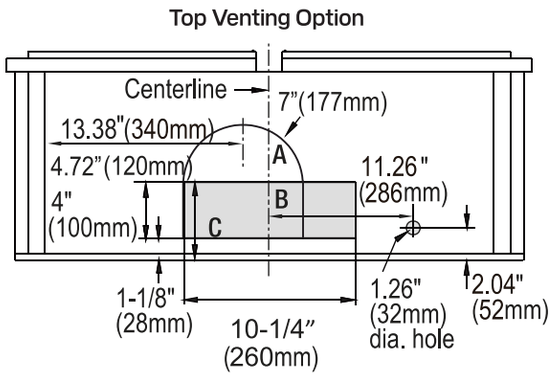
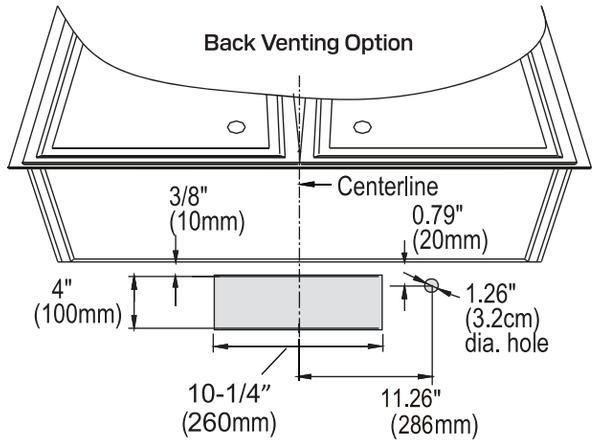

Fig.3
Fig.4
a. Determine if your existing venting system is top venting or back venting, and ensure that the openings in the cabinet or wall for the damper and for power access are in appropriate locations and are of appropriate sizes, as per Fig. 3 if it is top vent or Fig. 4 if it is back vent. For top venting option (Fig. 3), if you are using the round adapter, the opening should be A and B only. If you are using the rectangular damper, opening should be B and C only.